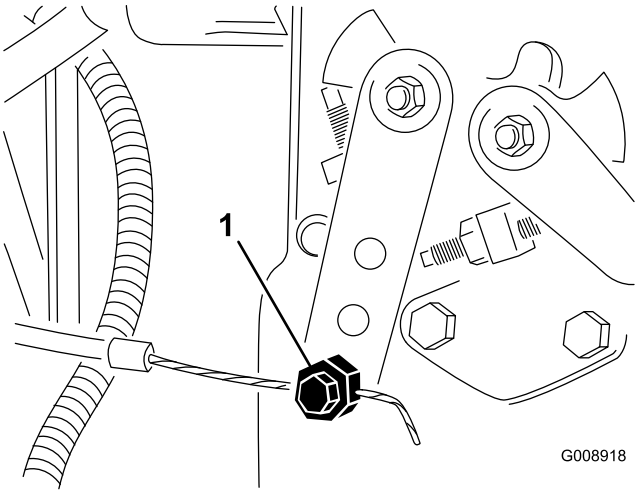

Figur 55
2. Lossa gasreglagekabelns kontaktdon på spaken vid insprutningspumpen (Figur 55).